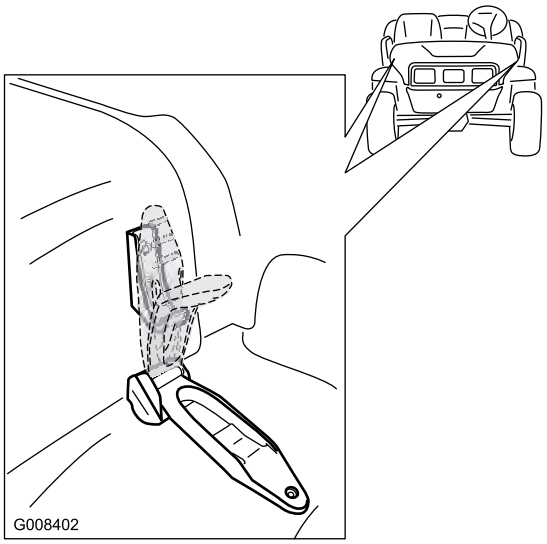

Figur 22
1. Løsn gummilåsene på begge sider af motorhjelmen (Figur 22).